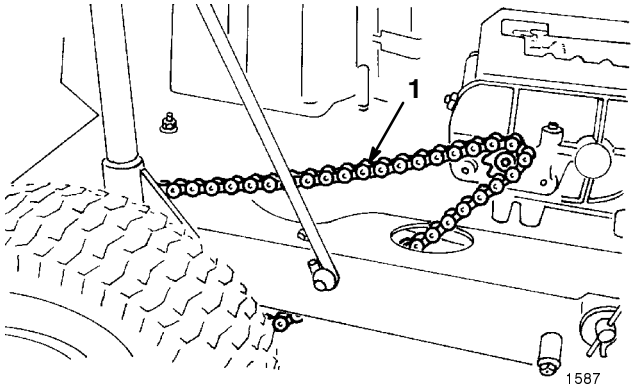
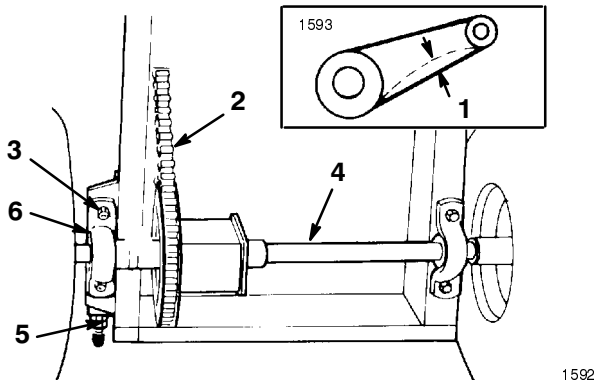

Figure 31
Figure 32
2. Check the deflection of the drive chain by lifting up and pressing down on the chain with moderate pressure at mid span (Fig. 31). There should be 1/8 in. (3 mm) total deflection (Fig. 32). If the deflection is not as specified, an adjustment is required; see steps 3-13.
7. Loosen the four locknuts securing the pillow blocks to the tractor frame (Fig. 32).
8. Loosen the rear jam nut on the chain tensioner (Fig. 32).
11. Since the axle must be parallel to the rear of the chassis, measure the distance from the center of the pillow blocks to the rear of the chassis (Fig. 32). The difference between the two measurements must not exceed 1/8 in. (3 mm). If the difference exceeds 1/8 in. (3 mm), the axle is not parallel with the chassis and must be adjusted.